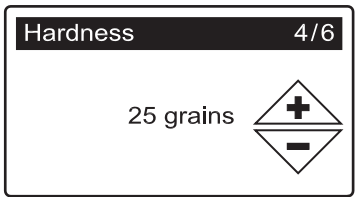

FIG. 5
7. **HARDNESS** Press the UP (▲) or DOWN (▼) buttons to set the value of your water's hardness (See Figure 5).